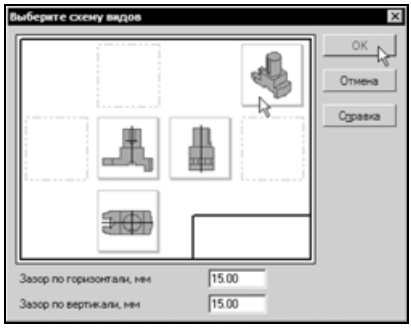

Рис. 6.149
- Система предложит построение трех стандартных видов модели. Нажмите кнопку **Схема** на панели свойств. В диалоговом окне дополнительно включите вид **Изометрия** и нажмите **OK** (рис. 6.149).